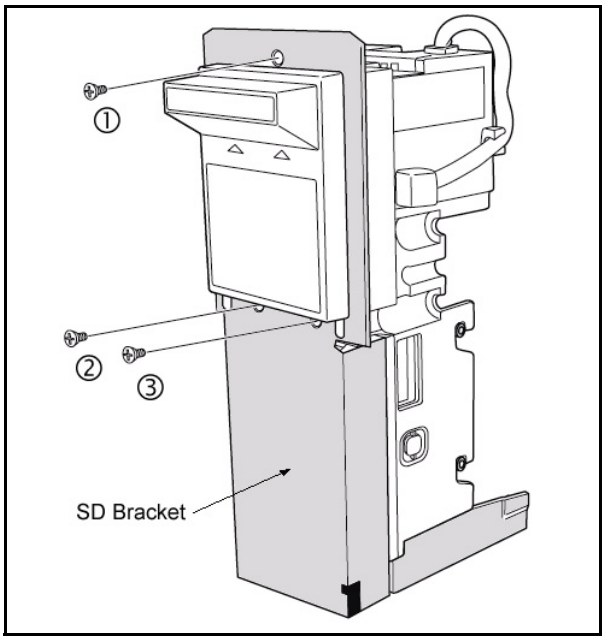

Figure 2-13 Securing Snack Mask in Place on a 1000 Note Cash Box DBV-30X-SD
3. Attach the SD Bracket to the DBV-30X-SD by inserting the three (3) mounting screws into insertion holes and use a Phillips Screwdriver to securely tighten each screw in place (See Figure 2-13 ① through ②).